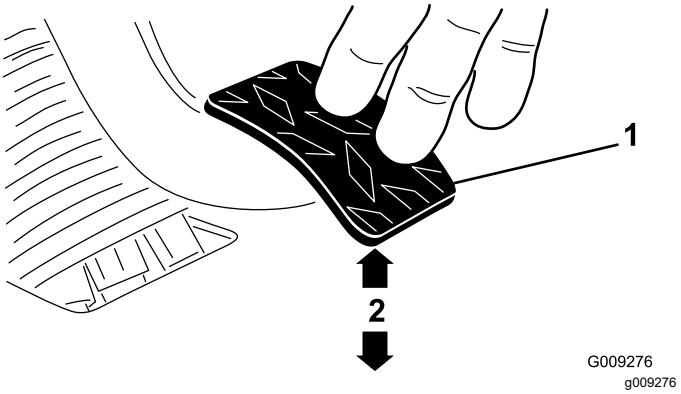

Figur 70
3. Justera kontramuttrarna eller kulleden så att den bakre kanten på kopplingspedalen är 9,2–9,8 cm från ovansidan av golvplattans diamantmönster när en kraft på 1,8 kg appliceras på pedalen (Figur 70).